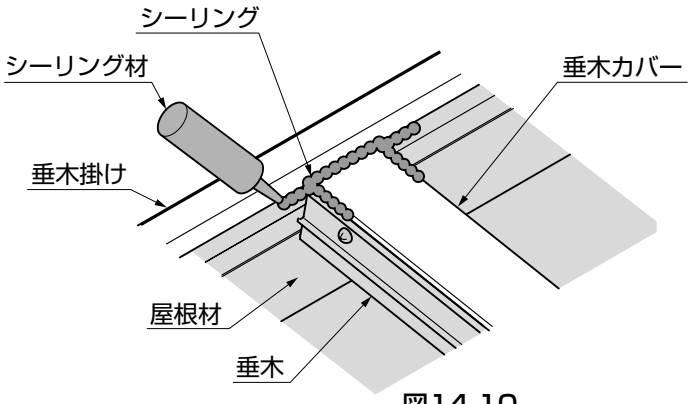
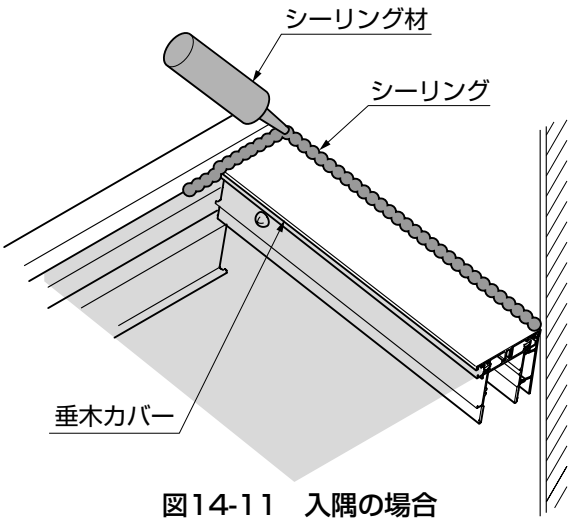

図14-10
図14-11　入隅の場合
⑦垂木カバーに、シーリングをしてください。（図14-10、図14-11参照）